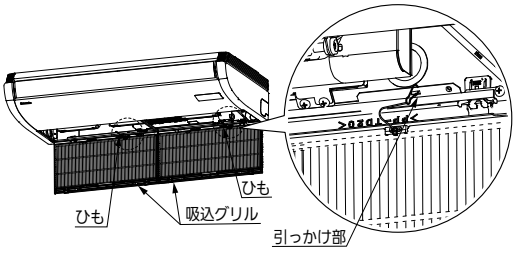

図26
- 吸込グリルを取り付けるときは、図 26 の右図のように吸込グリルのひもを室内ユニット引っかけ部に引っかけてください。